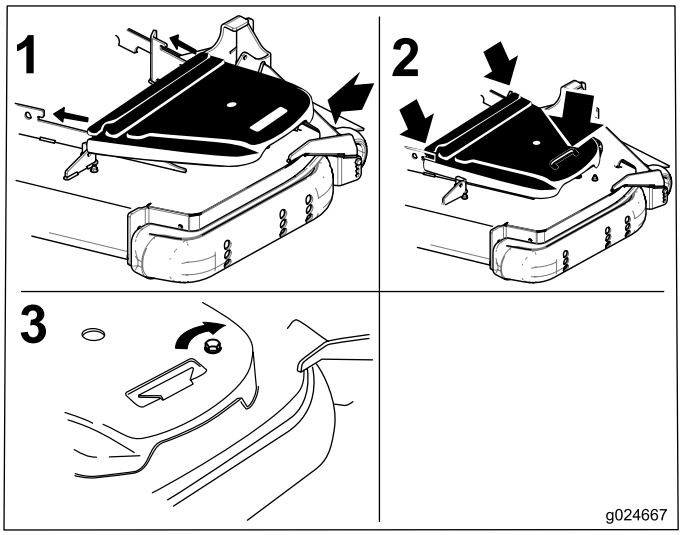

Figuur 72
12. Plaats de aandrijfriemkappen terug (Figuur 72).